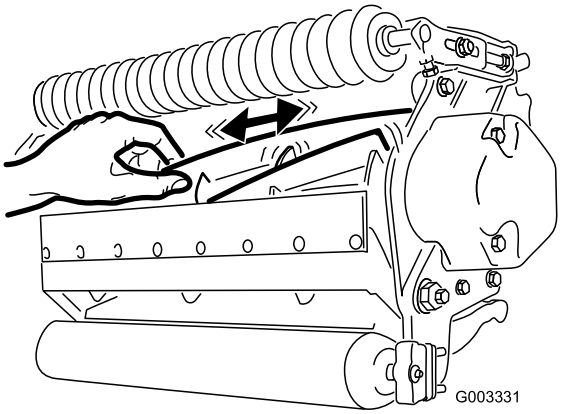

Figur 26
2. Använd en trasa eller en handske med tjock vaddering, ta tag i cylinderbladet och försök flytta cylinderenheten från sida till sida (Figur 26).